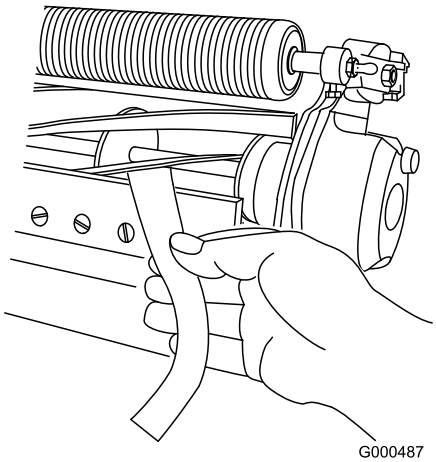

Figuur 10
3. Steek een lange strook krantenpapier tussen de messenkooi en de snijplaat aan een uiteinde van de messenkooi (Figuur 10). Draai de messenkooi langzaam naar voren en draai de stelschroef van de snijbalk telkens één klik rechtsom totdat het papier aan hetzelfde uiteinde van de messenkooi enigszins wordt vastgeklemd als het vanaf de voorkant evenwijdig aan de snijplaat wordt ingestoken. U zult dan een lichte weerstand voelen als u aan het papier trekt.
5. Als de afstelling is voltooid, moet u controleren of de messenkooi een stuk papier kan vastklemmen als dit van de voorkant wordt ingestoken en het papier afsnijdt als dit in een rechte hoek wordt ingestoken (Figuur 10). Het papier moet kunnen worden afgesneden bij een zeer gering contact tussen de snijplaat en de messen van de messenkooi. Als het contact tussen snijplaat en messenkooi te zwaar wordt, moet u de messen van het maaidek wetten of slijpen om de scherpe snijranden te krijgen die nodig zijn om met grote precisie te kunnen maaien (zie de Toro-handleiding voor het slijpen van messenkooien).